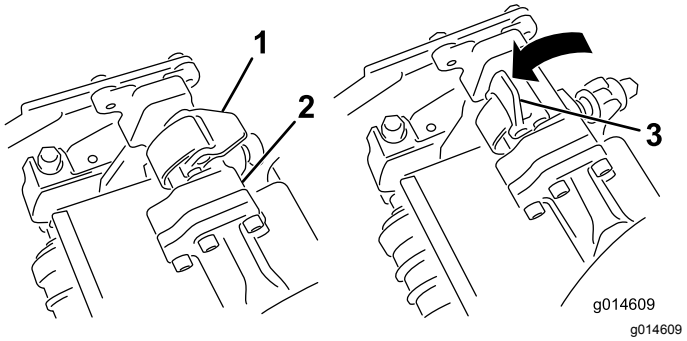
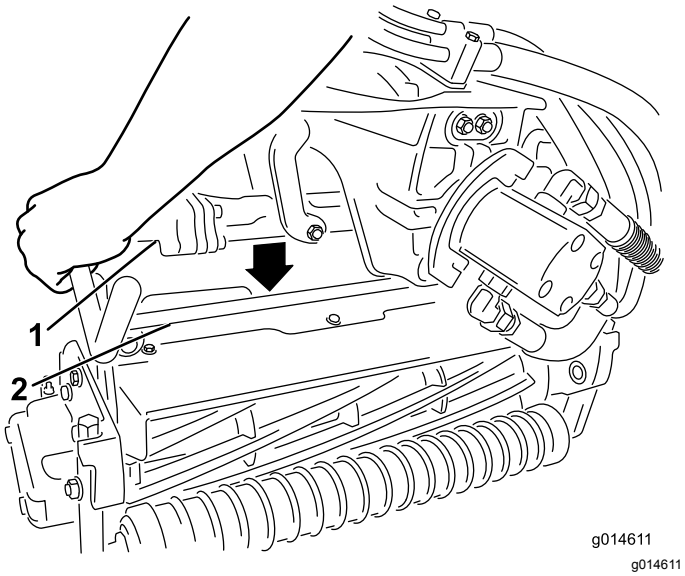

Figur 42
Figur 43
3. Mens låsehåndtagene på affjedringsarmen peger opad (dvs. er åbne) (Figur 42), skal du skubbe affjedringsarmen ned, så stangen kan sættes over tværstangen på klippeenheden øverst oppe (Figur 43).
4. Luk låsehåndtagene ned og omkring klippeenhedens stang, og lås dem på plads (Figur 42).
4. Åbn låsehåndtagene på affjedringsarmens stang på klippeenheden, som du fjerner (Figur 42).